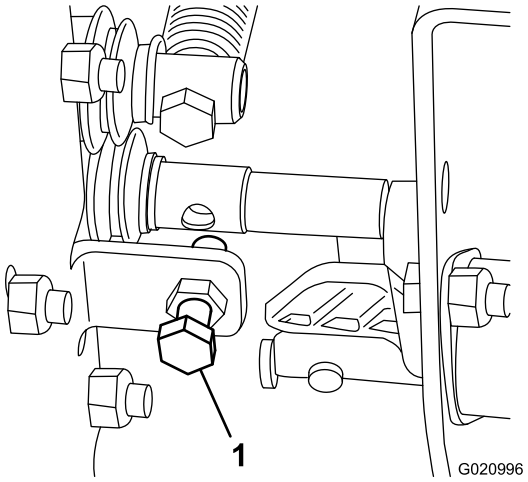

Figur 25
- Om maskinens lyfthastighet är för låg eller för hög justerar du skruven som visas i Figur 25.